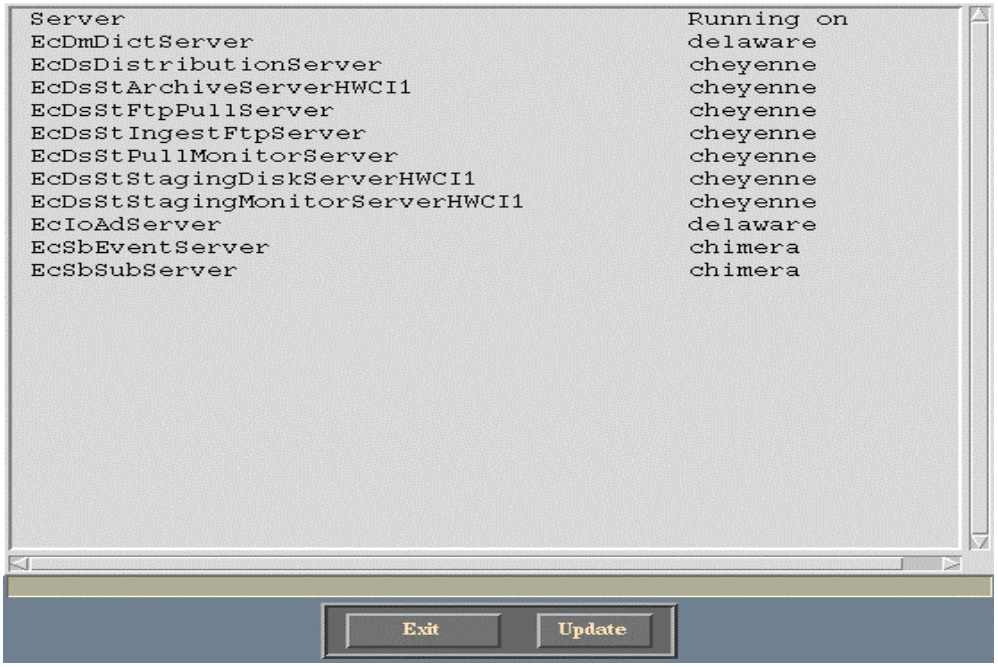

Figure 5. cdsping GUI
- This will invoke the ECS Monitor (cdsping) GUI as indicated in Figure 5.